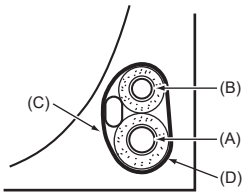

Fig. 4-5
4.5.1. Stockage dans l'espace de tuyauterie de l'appareil (Fig. 4-5)